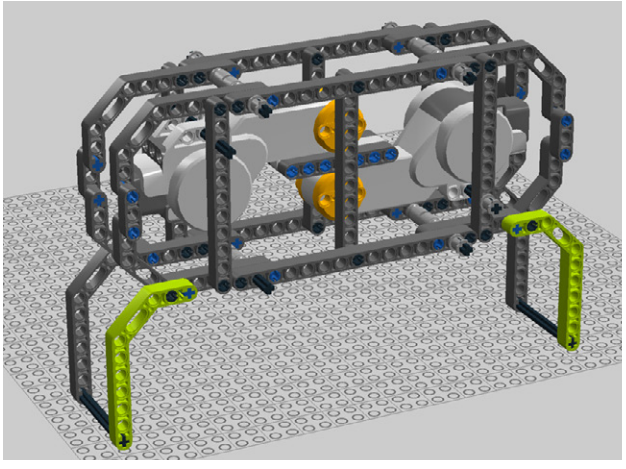

Figure 4-28. *Step 23: Adding more angle beams*
23. Two more angle beams complete the legs (Figure 4-28).